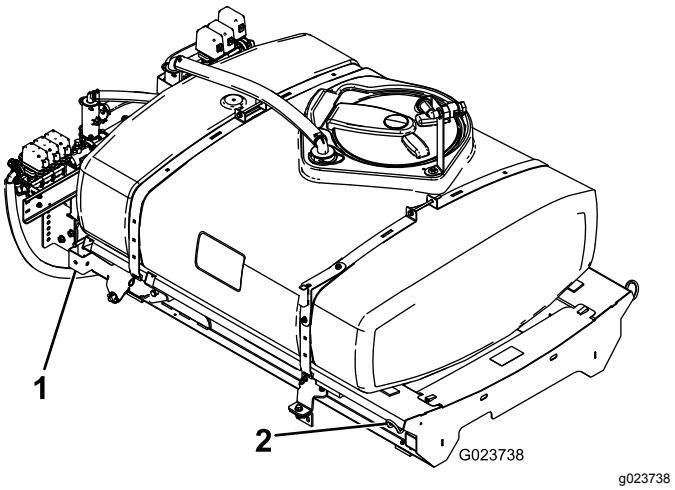

Figur 9
1. Løft tankens glideramme ved hjelp av en løfteanordning (Figur 9), og posisjoner over kjøretøyrammen slik at pumpe- og ventilenhetene vender bakover.